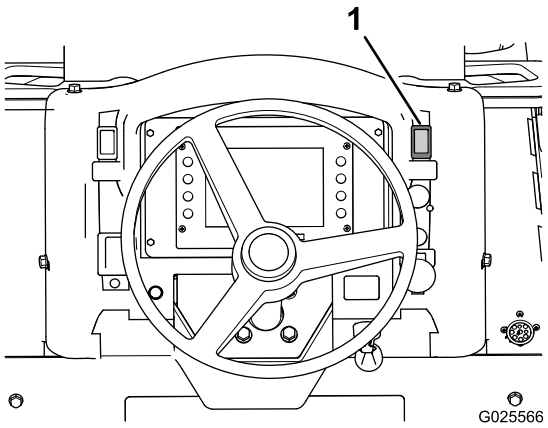

Bild 44
1. Drücken Sie den Feststellbremsschalter (Bild 44) nach oben, um die Feststellbremse zu aktivieren.